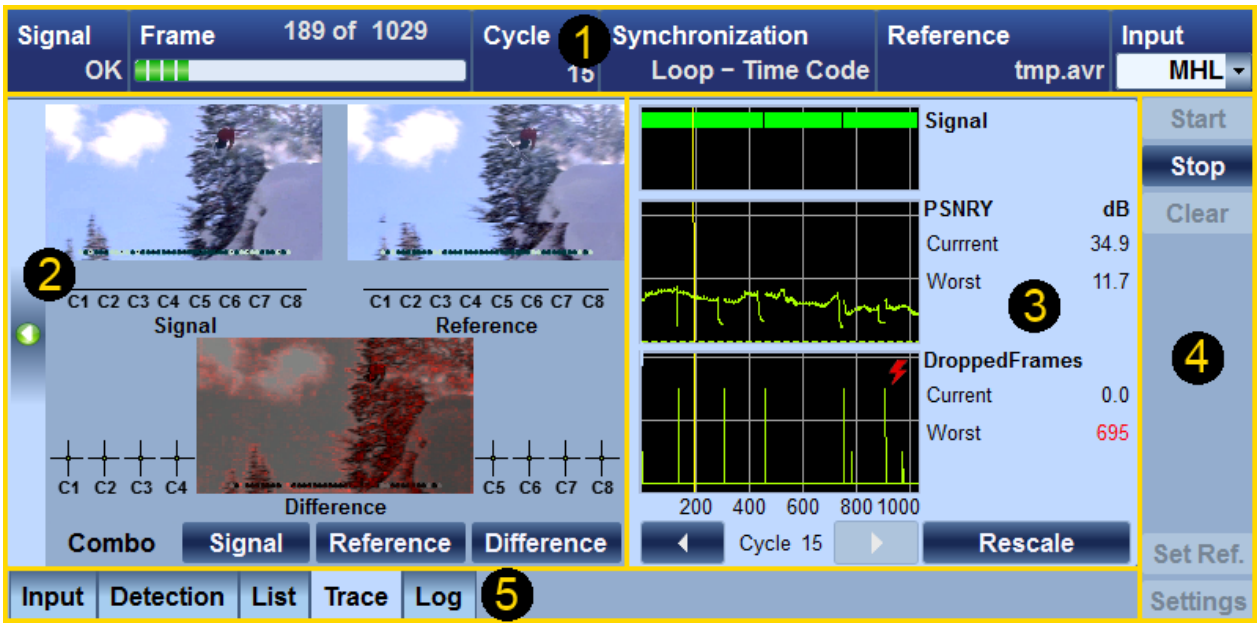

Figure 7-1: Main dialog (example)
See (1) in Figure 7-1.
See (2) in Figure 7-1.
See (3) in Figure 7-1.
See (4) in Figure 7-1.
You can display the monitor view on all subtabs of the AV distortion analyzer application. The monitor view is always displayed in the left pane (see Figure 7-1).
Groups all common buttons (see Figure 7-1).
► Click "Set Ref." in the common buttons pane (see Figure 7-1).